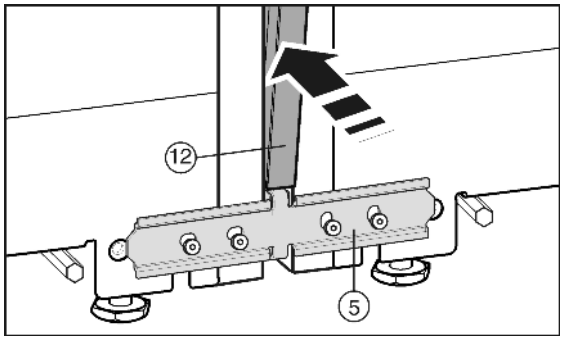

Fig. 9
Перед установкой планки из нержавеющей стали *Fig. 9 (12)* сведите обе перемычки вместе по всей длине. Так планка легче войдет в зазор. Для вдавливания планки используйте мягкую ткань, чтобы не допустить образования вмятин на ее поверхности. Планку следует вдавливать аккуратно и прямо, чтобы получить оптимальное соединение.
▶ Вдавите длинную планку из высококачественной стали *Fig. 9 (12)* в вертикальную щель на передней стороне. Обратите внимание, что планка опирается на соединительный лист *Fig. 9 (5)*.